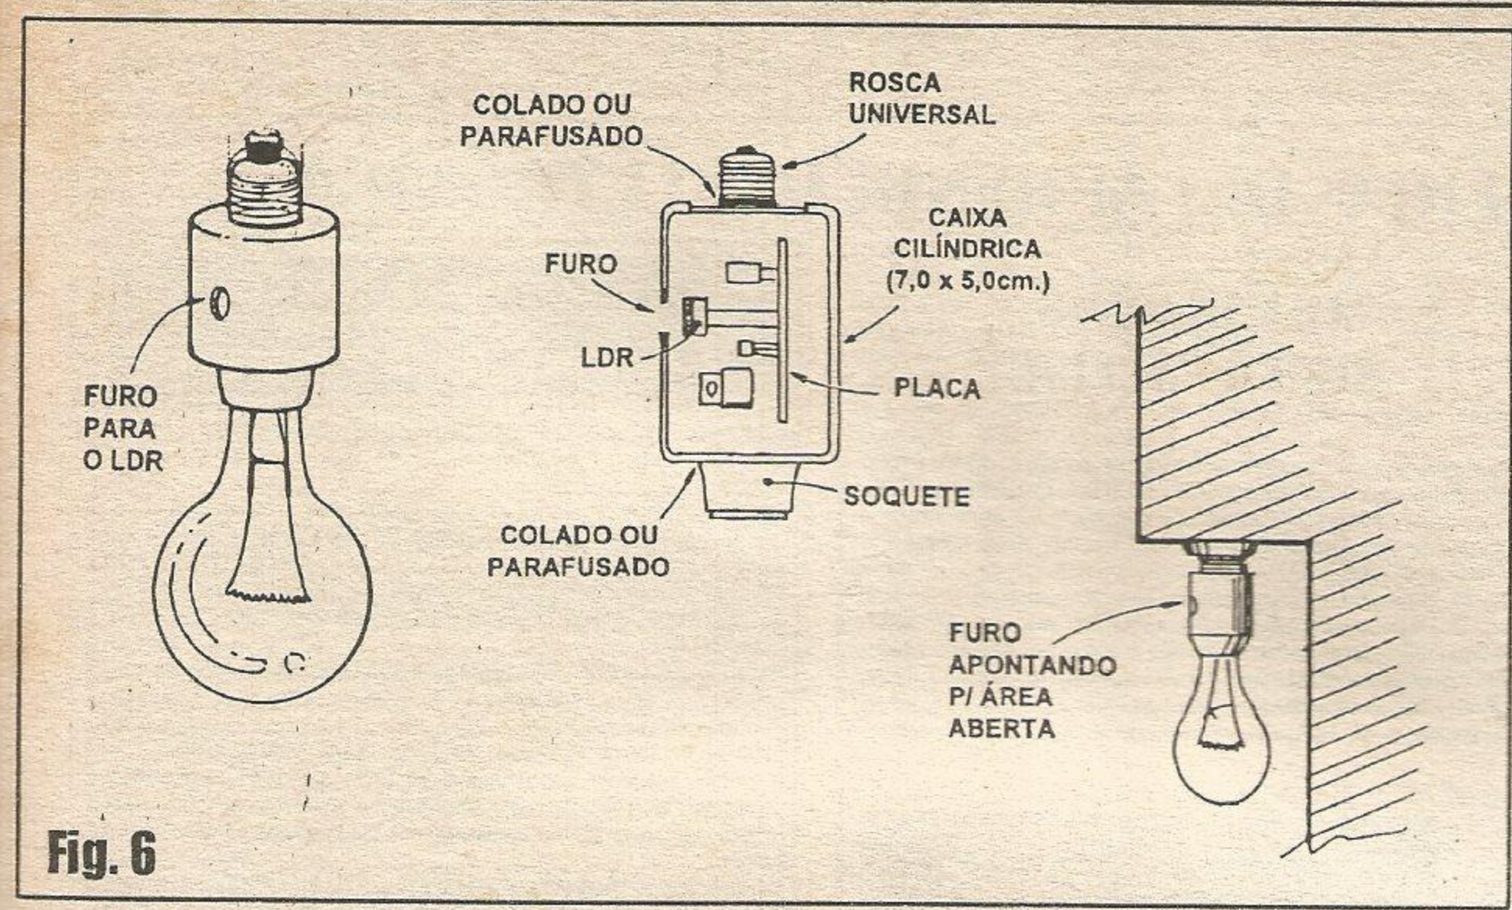

**Fig. 6**
**- FIG. 6 - *DICAS* PRÁTICAS PARA O *MACETEAMENTO* DO SOQUETE... -** Dentro da idéia básica para a qual o circuito do **ILUM** foi desenvolvido, o acondicionamento da plaquinha numa embalagem cilíndrica (o diagrama dá todos os detalhes necessários...), nas dimensõs indicadas no item **DIVERSOS/OPCIONAIS** da **LISTA DE PEÇAS**, nos parece o mais indicado... A rosca universal (*macho*) para lâmpada incandescente comum deve ser fixada numa das extremidades do *container*, através de cola forte (de *epoxy*) ou com parafuso e porca, conforme o caso... O soquete universal (*fêmea*) é fixado, então, na extremidade oposta (também por cola ou parafuso/porca, dependendo do sistema aceito pela peça...). Dentro da caixa cilíndrica, a plaquinha do **ILUM** deve ser fixada, ao longo da altura do *container*, de modo que o LDR possa *olhar* por um furinho feito na parede curva lateral... Esse furo deve ser pouca coisa menor do que o diâmetro da própria *cabeça* sensora do LDR, e este deve ficar *um pouquinho* afastado do furo, junto à parede interna do cilindro, conforme ilustra claramente o diagrama... Certamente, numa ambalagem cilíndrica, uma das suas extremidades será dotada de uma tampa... Seja ela na parte escolhida para fixação do soquete, seja na extremidade destinada à rosca universal, todas as junções devem ser bem vedadas com pasta de silicone, inibindo a entrada de água de chuva, essas coisas... Quem quiser dar uma proteção total *mesmo*, poderá ainda dotar o furinho (através do qual o LDR *olhará* a luminosidade ambiente...) de uma cobertura, colada, de acrílico transparente ou translúcido... No mesmo conjunto de figuras, vemos o modo prático e simples de se instalar o conjunto: basta rosquear num soquete externo do local, onde normalmente já havia uma lâmpada, com esta *transferida* para o soquete do próprio **ILUM**...! Notar que o furinho de *visualização* ou sensoreamento deve ficar voltado para uma área aberta, onde o LDR possa *observar* a luminosidade ambiente média, ou até o próprio céu... Sob nenhuma hipótese a luz emitida pela lâmpada controlada poderá atingir diretamente (ou através de reflexão muito próxima...) o LDR, pois nesse caso o circuito se tornará instável, ficando seu funcionamento completamente invalidado...